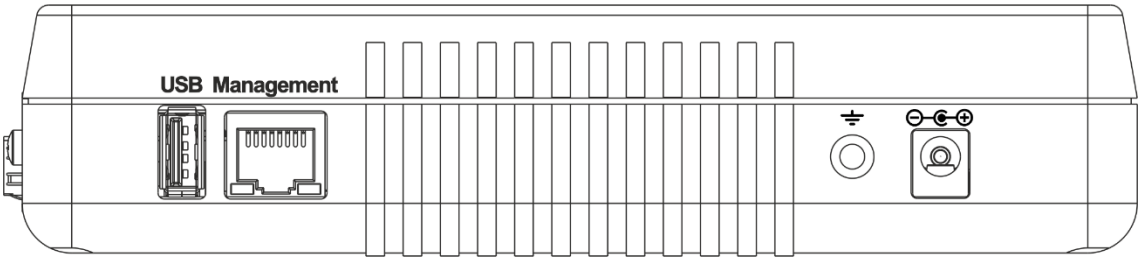

Рисунок 4.5. Разъемы боковой панели
1. Подключить блок питания к разъёму питания (см. рис. 4.5), а затем к электрической розетке. После подключения загорается зелёным или оранжевым индикатор заряда батареи (см. рис. 4.3).